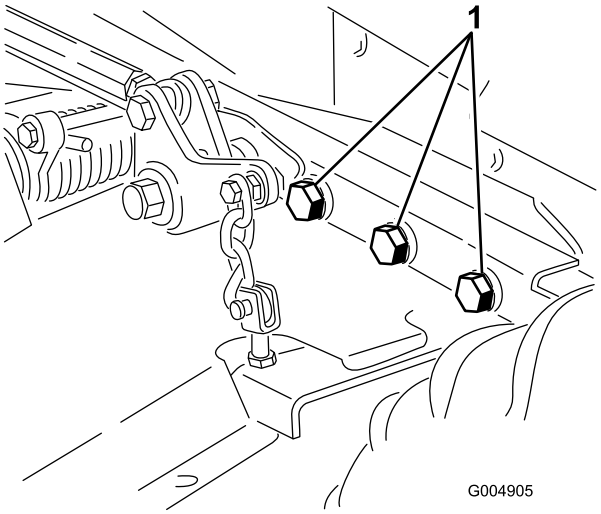

Rysunek 66
4. Sprawdź i prawidłowo dokręć luźne mocowania. W szczególności dokręć 6 śrub mocujących ramę podwozia kosiarki do jednostki jezdnej (Rysunek 66) momentem o wartości 359 Nm.